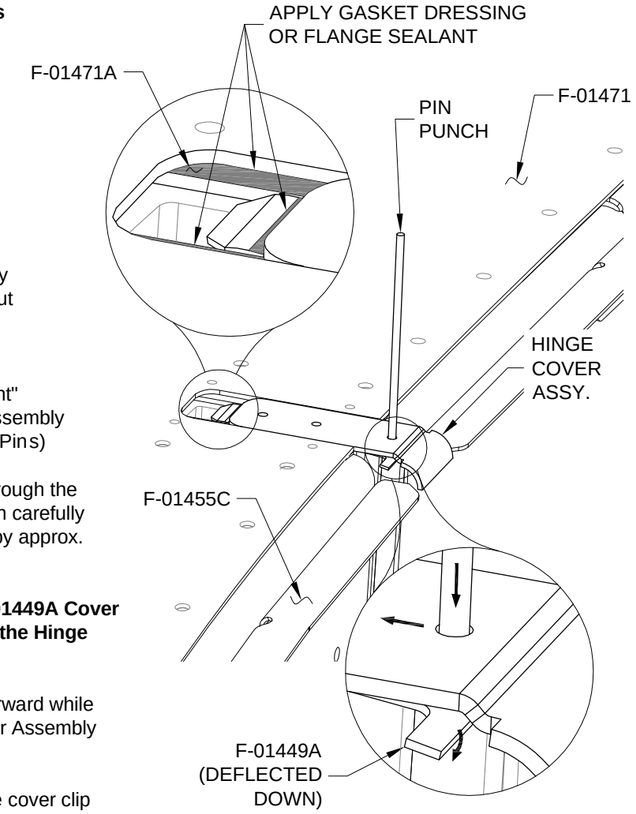

FIGURE 3: INSTALL HINGE COVER ASSEMBLY
Step 11: Insert a 1/16 diameter pin punch through the open hole in the Hinge Cover Assembly, then carefully deflect the F-01449A Cover Clip downward by approx. 1/16 in. [1.6 mm]. See Figure 3.